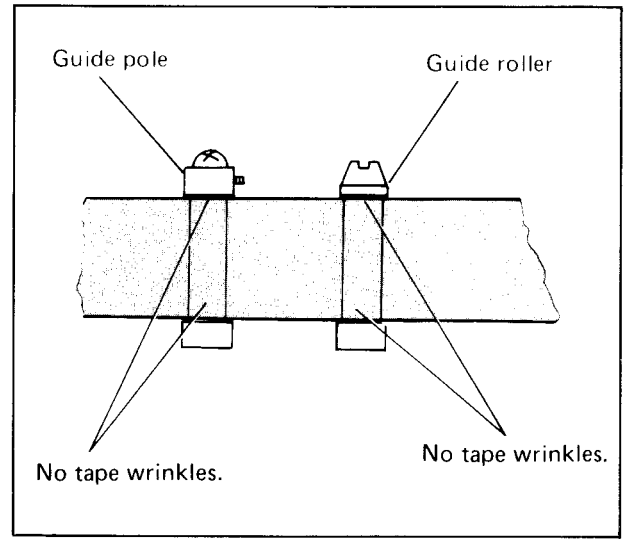

Fig. 4-33
2. Observe tape traveling at the supply guide pole, full erase head, guide rollers and take-up guide pole and confirm absence of tape wrinkes (see Fig. 4-33).